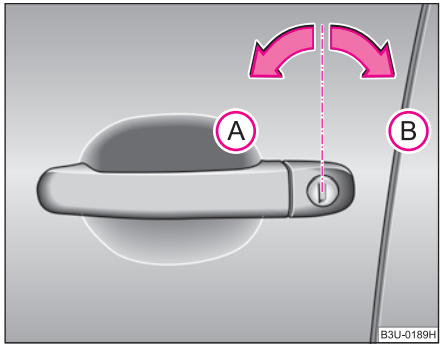

Fig. 23 Turning the key for unlocking and locking the vehicle
– Turn the key in the lock of the driver's door to the left into the opening position (A) ⇒ fig. 23.
– Turn the key in the lock of the driver door to the right into the closing position (B) ⇒ page 42, fig. 23.